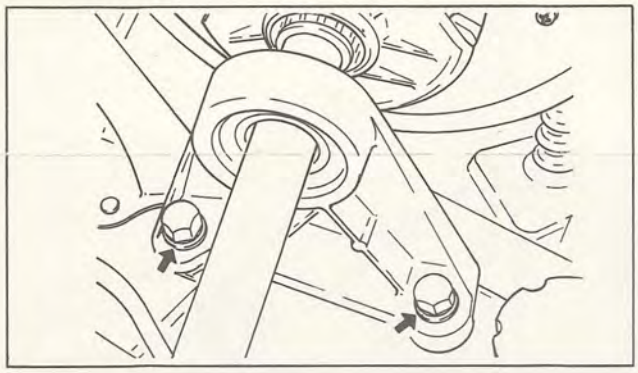

Fig. 4-3
(1) Check the front bumper screws, and retighten as required. The front bumper also serves as a reinforcement of the frame. If front bumper mounting screws are loose, the frame may be cracked.
(2) Check the secondary shaft bearing housing bolts. The bearing housing is constantly under the pressure from the V-belt. If the bearing housing is loose, the frame may be caracked. Retighten the bearing housing bolts as required. (Fig. 4-3)